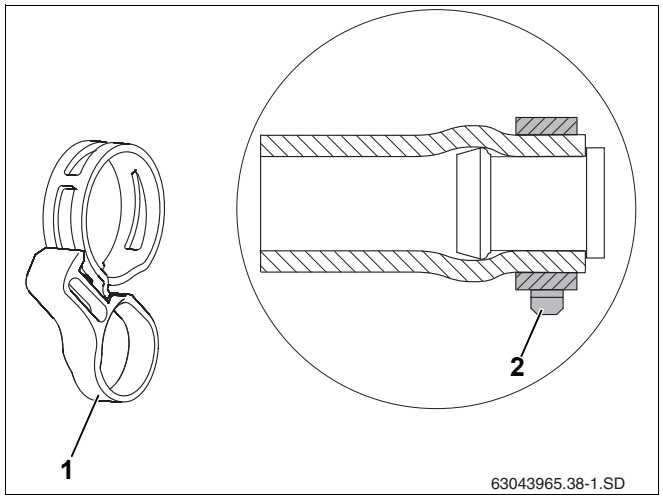

Рис. 39 Пружинный хомут с фиксирующим кольцом, установленный на заглушку
- Правильное положение пружинно-го хомута (рис. 39, **поз. 2**) нужно обеспечить непосредственно перед затяжкой фиксирующего кольца (рис. 39, **поз. 1**). Последующее ослабление плоскогубцами может повлиять на зажимное усилие.